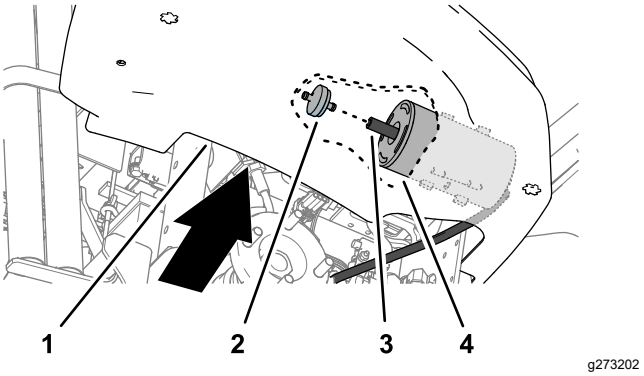

**Figur 32**
4. Ræk omkring den nederste, indvendige kant på konsollen, træk kulfilterbeholderens filter bagud og ud af slangen ved enden af kulfilterbeholderen (Figur 32).
5. Sæt en ny kulfilterbeholder ind i slangen på enden af kulfilterbeholderen (Figur 32).